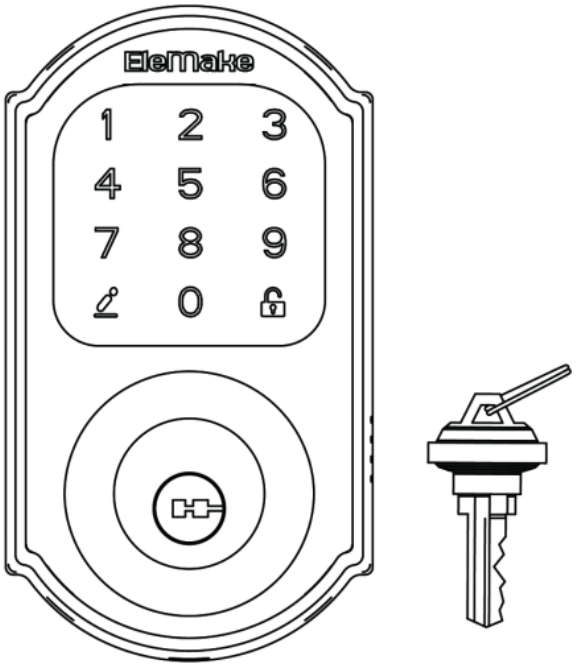

Figure P-3
(2) Key unlocking (See **Figure P-3)**